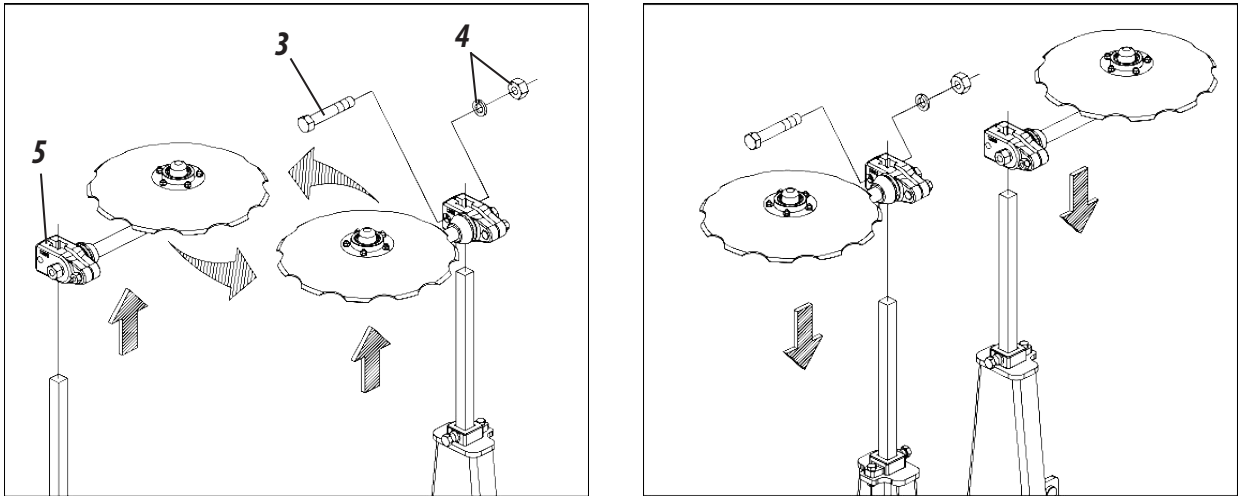

Figures 11
1- Loosen the screws (3), washers and nuts (4), remove the disc supports (5) and assemble the markers contrary to how they were originally assembled **as shown in figures 11.**